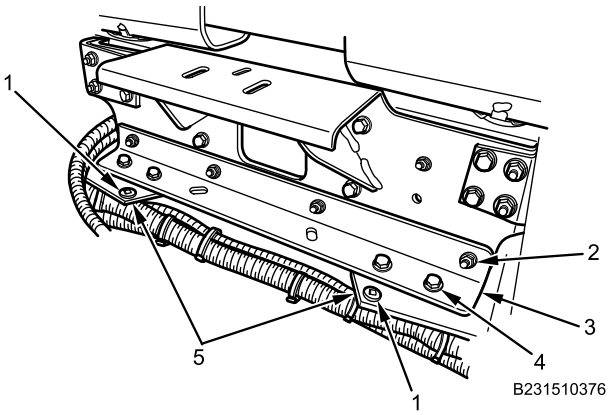

Figure 1. Lower Radiator Crossmember and Button-Head Cable Lock Straps.
1. Cut button-head cable lock straps (Figure 1, Item 1) from lower radiator crossmember support braces (Figure 1, Item 5). Discard button-head cable lock straps.
2. Remove four bolts (Figure 1, Item 4) and nuts from lower radiator crossmember braces (Figure 1, Item 5).
3. Remove four nuts (Figure 1, Item 2), bolts, and washers from lower radiator crossmember (Figure 1, Item 3).
4. Remove lower radiator crossmember (Figure 1, Item 3) from radiator crossmember braces (Figure 1, Item 5).